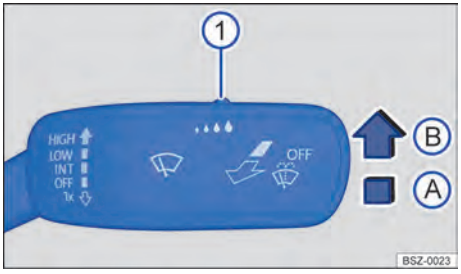

Fig. 97 En el lado derecho de la columna de dirección: palanca del limpiacristales.
1. Presione la palanca hasta la posición deseada → Fig. 97.
La sensibilidad del sensor de lluvia y de luz puede ajustarse manualmente con el mando situado en la palanca del limpiacristales → Fig. 97 ① → ⚠.